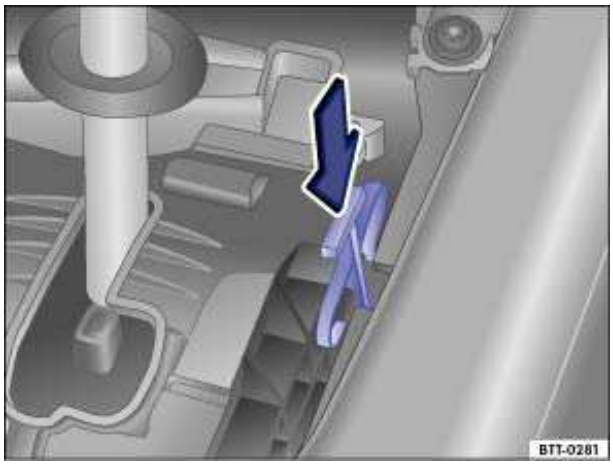

Fig. 156 Releasing the selector lever lock.
- Push the release lever ⇒ fig. 156 in the direction of the arrow and hold it in this position.